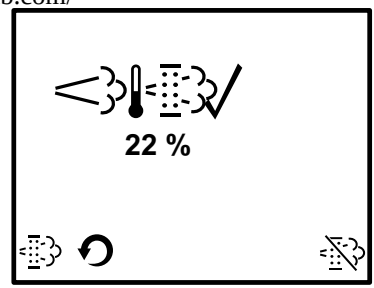

Figure 84 – Stationary Regeneration In-Progress Screen
3. When all three checkmarks (A, B & C) are displayed on the Stationary Regeneration screen, press and hold the button (Z) until the Stationary Regeneration In-Progress screen displays (Figure 84)